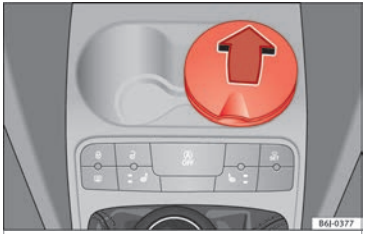

Fig. 112 Front ashtray.
– To open the ashtray, lift the cover ››› **Fig. 112**.